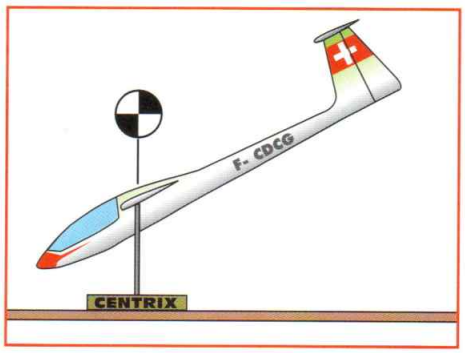

Figure 3
- L'avion penche en arrière. C'est le cas le plus souvent rencontré, et il ne faut JAMAIS laisser ce réglage tel quel. La vie du modèle en dépend. Comme pour le centrage avant, on déplacera dans un premier temps tout ce qui peut l'être le plus en avant possible, on arrive souvent à trouver un équilibre correct juste en modifiant l'emplacement de la batterie. Dans ce cas, le problème est vite réglé. Si malgré tout, vous n'arrivez pas à obtenir cet équilibre, il va falloir avoir recours à du plomb, ou à une batterie plus grosse s'il y a la place. Il vaut mieux faire voler de l'énergie qu'une masse inerte. Pour un avion ou un planeur de début, une masse maximale admissible de plomb à embarquer est de l'ordre de 150 grammes. Au delà, c'est qu'il y a sûrement un problème de construction trop lourde à l'arrière du modèle, ou que votre avion est vraiment mal foutu. Pourtant, et même s'il faut embarquer une masse "colossale" de plomb, le centrage doit être respecté. Sinon, casse assurée... (Figure 3)
La tringlerie peut être directe, à renvois, constituée d'une gaine souple ou encore de câbles. (Figure 3)